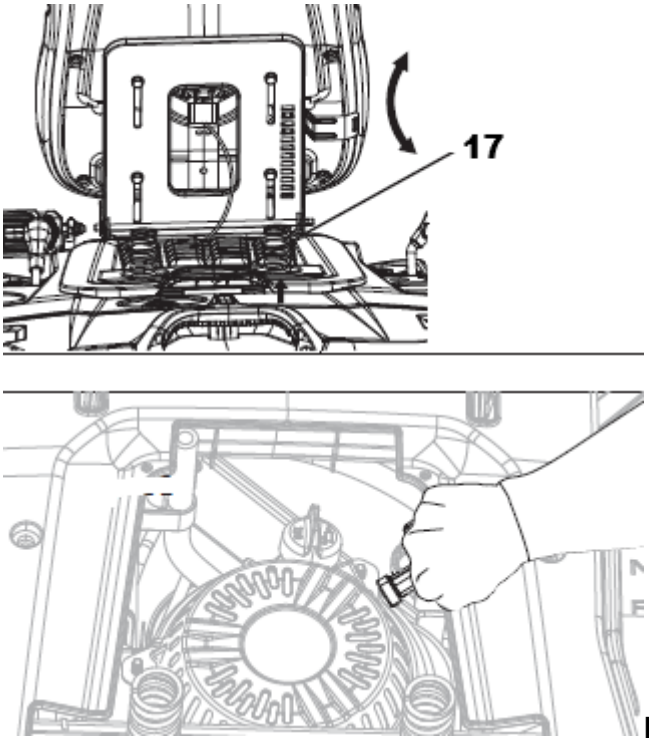

Rys. 14
• Złóż siedzenie i pociągnij uchwyt linki rozrusznika (Rys. 14, poz. 17)